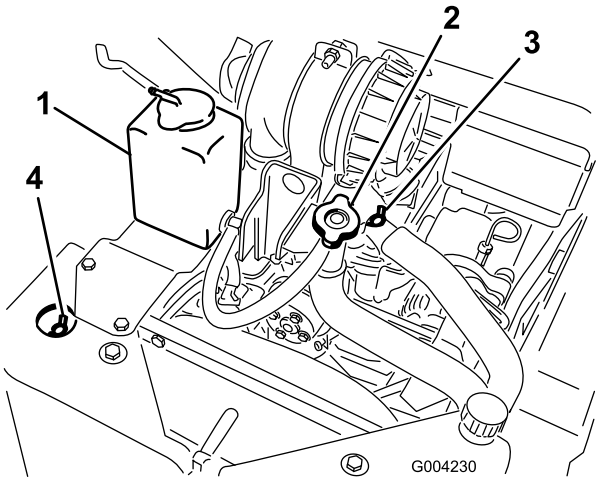

**Figur 20**
A. Ta bort kylvätskepåfyllningslocket (Figur 20).
B. Öppna den främre och den övre avluftarventilen (Figur 20).
C. Fyll på kylvätska genom påfyllningsröret tills vätskan börjar rinna ut genom den främre avluftarventilen (Figur 20).
D. Stäng den främre avluftarventilen (Figur 20).
E. Fyll på kylvätska genom påfyllningsröret tills vätskan börjar rinna ut genom den övre avluftarventilen (Figur 20).
F. Stäng den övre avluftarventilen (Figur 20).
G. Fyll på kylvätska genom påfyllningsröret tills kylvätskenivån når upp i påfyllningsröret (Figur 20).
H. Sätt tillbaks påfyllningslocket (Figur 20).
I. Fyll på kylvätska i expansionstanken tills vätskan når upp till markeringen Full på tankens sida (Figur 20).